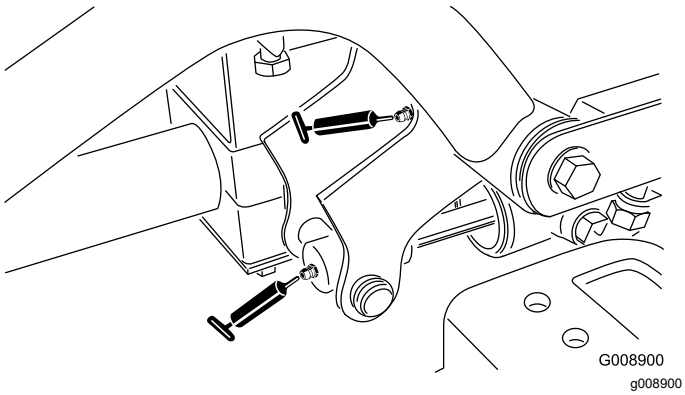

Figur 51
- Høyre fremre løftearmstapp og løftesylinder (2) (Figur 51)